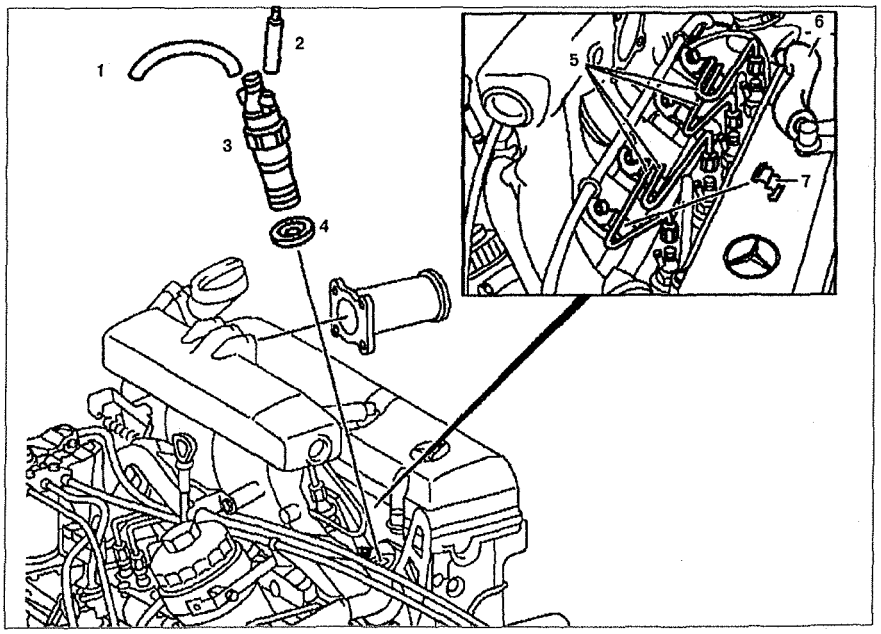

Рис. 4.70. Форсунки:
2. Отсоедините нагнетающий топливопровод **1** и пробку **2** от форсунки четвертого цилиндра (см.рис. 4.70).